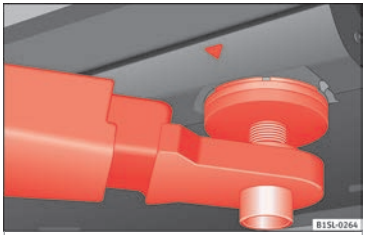
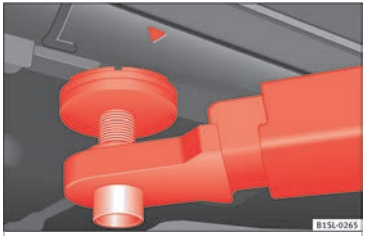

Fig. 156 Front jacking points for raising vehicle with lifting platform or jack
Fig. 157 Rear jacking points for raising vehicle with lifting platform or jack
Always use the jacking points indicated in the figures ››› **Fig. 156** and ››› **Fig. 157** when raising the vehicle. If the vehicle is not lifted at these points, it could be seriously damaged ››› ❗ or lead to serious injury ››› ⚠.
- **Only use the jacking points indicated in the figures ››› Fig. 156 and ››› Fig. 157 when raising the vehicle. If the vehicle is not lifted at the indicated points, it may fall from the platform while the engine or gearbox is being dismounted, for example.**